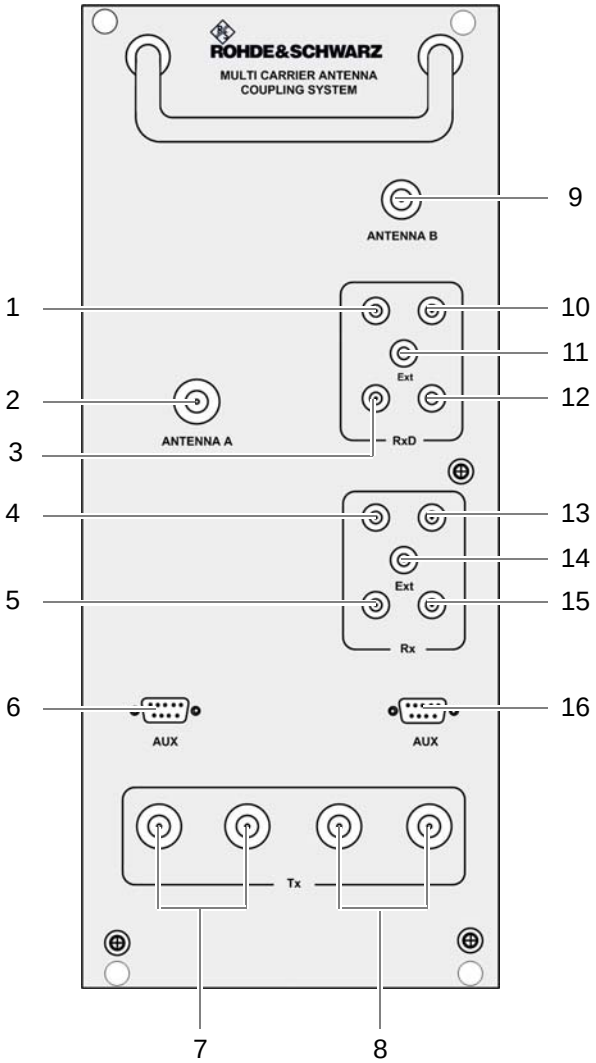
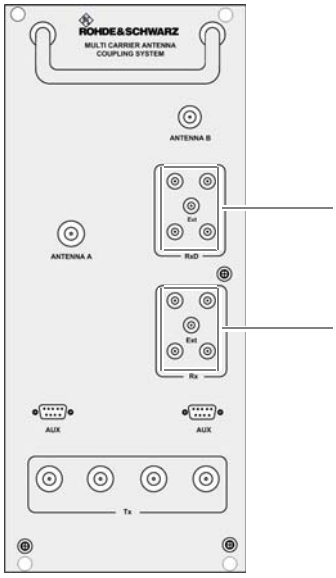

Figure 11.2 ACS (front view)
Figure 11.3 ACS front view - terminating resistors (variant-dependent)
Figure 11.2 shows the front view of the ACS. The following table describes the components in greater detail.
- Remove the cable at the "AUX" port using a flathead screwdriver size 0.6 x 3.5, see (6) in Figure 11.2 on page 180.
- Remove the cables at ports "Antenna A" and "Antenna B" as well as at the antenna inputs "Tx" using a wrench size 19, see (2), (7) and (8) in Figure 11.2 on page 180.
- Remove the cables at the antenna outputs "Rx" and "RxD" using a wrench size 8, see (1) and (3) to (5) in Figure 11.2 on page 180.
3. Remove the terminating resistors (if available, variant-dependent) from the Rx multicouplers on the front cover of the ACS by screwing them off using the size 8 wrench, refer to Figure 11.3.
2. If available, mount the terminating resistors (variant-dependent) properly on the front cover of the ACS again applying a tightening torque of 0.6 Nm with a size 8 dynamometric key, refer to Figure 11.2 on page 180 and Figure 11.3 on page 182.
| Connect the corresponding cables at the antenna outputs "Rx" and "RxD" with a dynamometric key size 8 using a torque of 0.6 Nm, see (1) and (3) to (5) in Figure 11.3 on page 182.
| Connect the corresponding cables at the ports "Antenna A" and "Antenna B" as well as at the antenna inputs "Tx" with a dynamometric key size 19 using a torque of 1 Nm, see (2), (7) and (8) in Figure 11.3 on page 182.
| Connect the corresponding cables at the "AUX" port using a flathead screwdriver size 0.6 x 3.5, see (6) in Figure 11.3 on page 182.